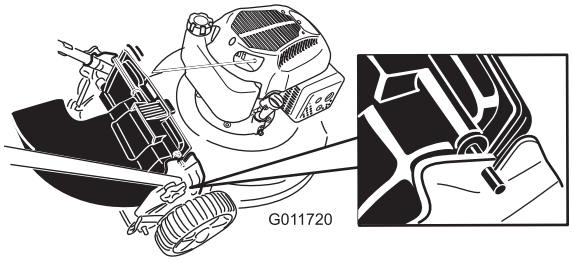

Figuur 22
4. Steek de stang op de afvoergeleider in de inkepingen op de machine (Figuur 22).